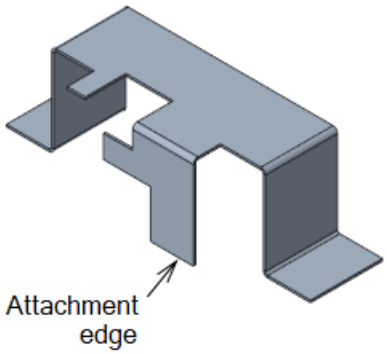

Figure 14-96 *The attachment edge for the flange wall*
2. Select the attachment edge, as shown in the Figure 14-96; the preview of the flange wall is displayed in the drawing area.